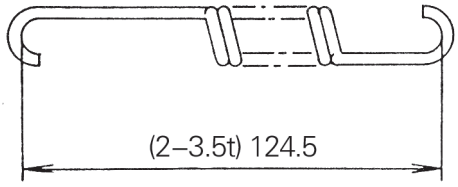

Fig. 8-17
(7) Check push rod return spring for free length and setting load (See Fig.8-17 and part No.8 on Fig.8-2, part No. 9 on Fig.8-3).